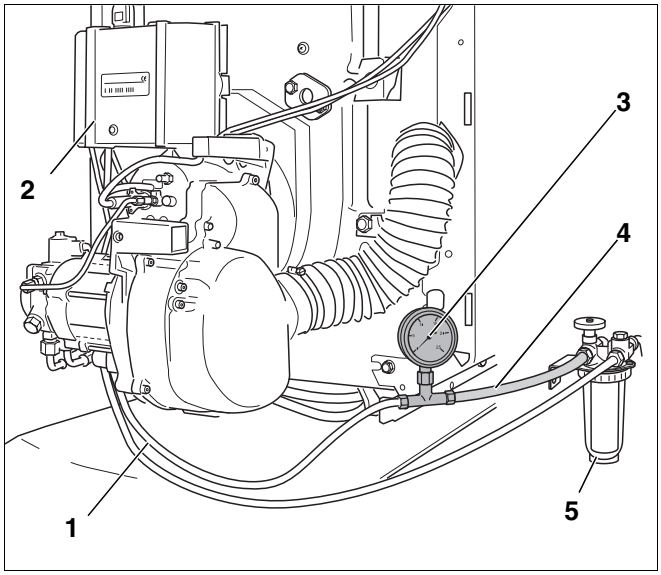

Afb. 17 Olieaanzuigleiding demonteren
- Sluit de afsluitkraan voor stookolie bij de oliefilter (afb. 17, **pos. 5**) en demonteer de transparante slang (afb. 17, **pos. 4**) met vacuümmeter (afb. 17, **pos. 3**).
- Schroef de olieaanzuigleiding (afb. 17, **pos. 1**) aan de filteraansluiting van de oliefilter (afb. 17, **pos. 5**) vast.
- Open de afsluitkraan voor stookolie bij de oliefilter (afb. 17, **pos. 5**).